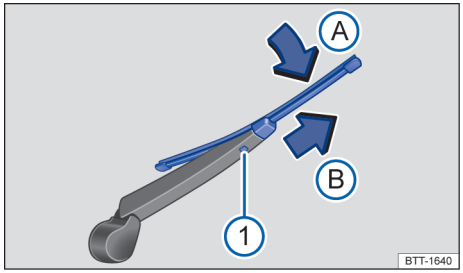

Fig. 170 À l'arrière du véhicule : remplacement du balai d'essuie-glace arrière
① Touche de déverrouillage
3. Maintenez enfoncée la touche de déverrouillage → fig. 170 ①.
4. Basculez le balai d'essuie-glace en direction du bras d'essuie-glace → fig. 170 Ⓐ et retirez-le en même temps dans le sens de la flèche Ⓑ. Il se peut que vous deviez exercer pour cela une force relativement importante.
5. Insérez un balai d'essuie-glace neuf **de longueur et d'exécution identiques** sur le bras d'essuie-glace dans le sens opposé à la flèche → fig. 170 Ⓑ jusqu'à ce qu'il s'encliquette. Lors de cette opé-